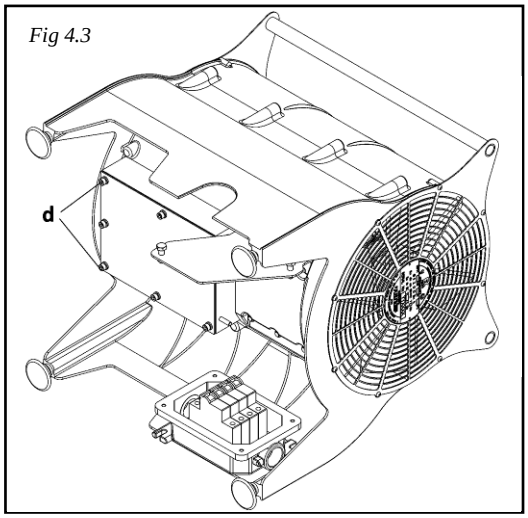

Fig 4.3
- Carefully remove the seven fasteners (d.) on the stainless steel enclosure and remove the lid. See Fig 4.3.